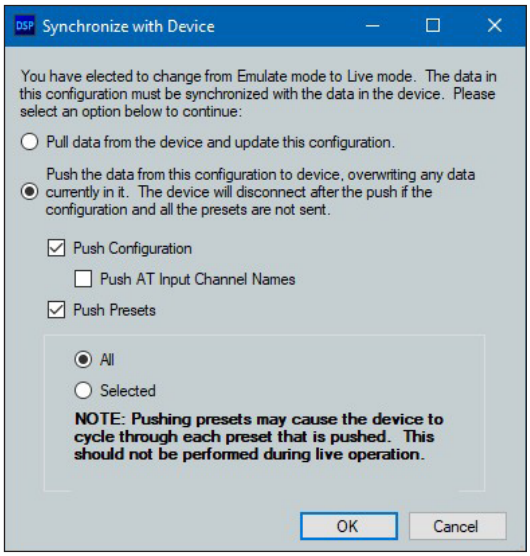

Figure 21. Synchronize with Device
3. When a connection with a device is established, the `Synchronize with Device` dialog box opens (see figure 21).